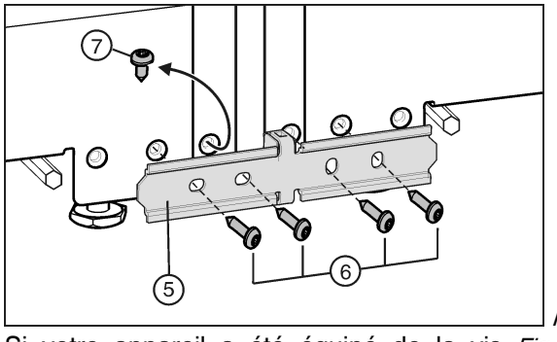

*Fig. 24*
▶ Si votre appareil a été équipé de la vis *Fig. 24 (7)* prémontée : dévisser la vis.
▶ Fixer la plaque de jonction *Fig. 24 (5)* provisoirement au moyen de deux vis *Fig. 24 (6)* à un appareil.